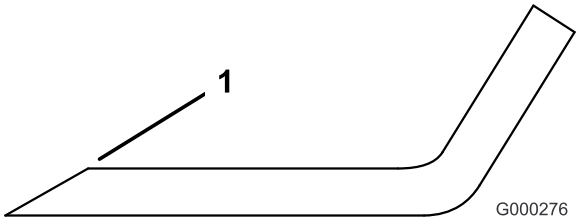

Figur 92
1. Anvend en fil til at slibe begge ender af skærekniven (Figur 92).